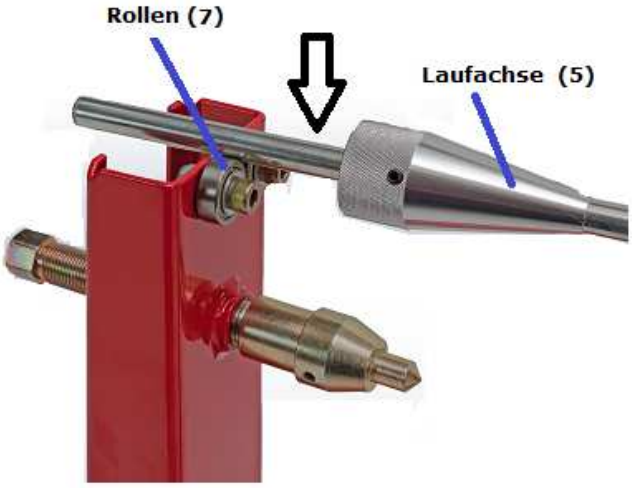

Abbildung 2
- Die Rollen (7) können durch Entfernen der Innensechskantschraube (11) und Herausziehen der Rollen aus dem Rahmen ersetzt werden. Setzen Sie neue Rollen ein und sichern Sie diese wieder mit den zuvor gelösten Innensechskantschrauben (11, siehe auch Abbildung 2).